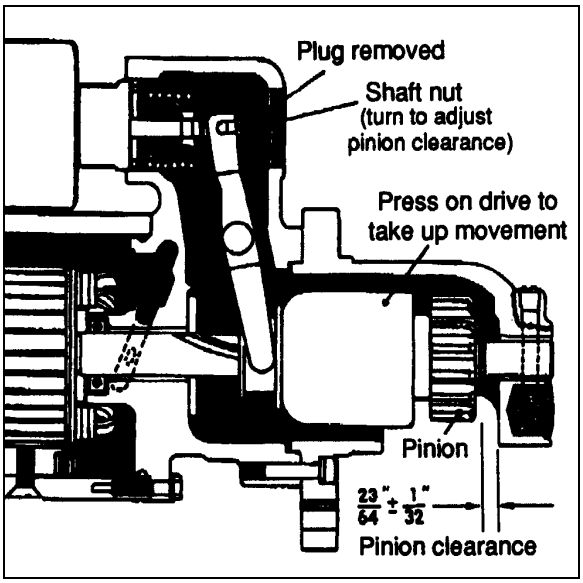

FIGURE 35: PINION CLEARANCE 06085
The clutch is a *"Positork"* drive type, that meshes with the ring gear by the action of the solenoid. Once engaged, the clutch will not disengage during intermittent engine firing. That prevents damage to pinion and ring gear teeth. The pinion remains engaged until starting is assured and the solenoid circuit is interrupted. Refer to figure 35 for more details.
Pinion clearance should be checked after reassembly of motor to ensure the clearance is within specifications. To check pinion clearance (starter off engine), first disconnect the motor field connector from the solenoid motor terminal. Connect 24 volt battery with the positive battery lead to the solenoid switch terminal (5), and the negative battery lead to the grounded (G) solenoid terminal. Momentarily flash a jumper lead from the solenoid motor terminal to the grounded (G) solenoid terminal. The pinion gear will now shift into cranking position and remain that way until the battery is disconnected. Push the pinion or drive back towards the commutator end to eliminate slack movement. Measure the distance between pinion and pinion stop. This should be 23/64" ± 1/32" (9,5 mm ± 0,79 mm). Pinion clearance is adjusted to these limits by turning the solenoid shaft nut after removing access plug in shift housing. See figure 35.